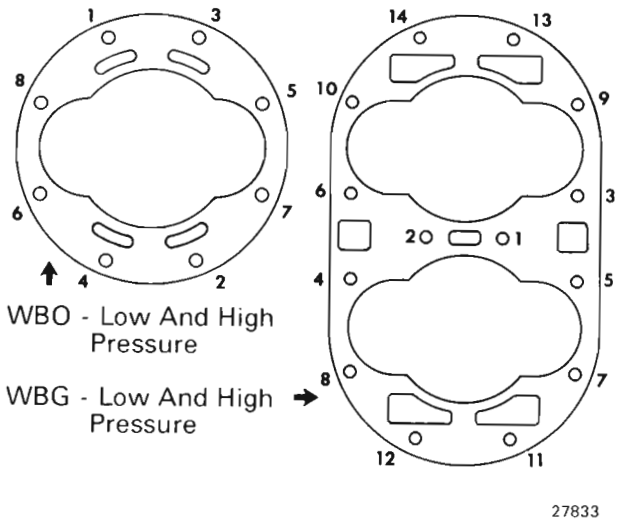

Fig.24 – Cylinder Head Tightening Sequence
11. Install the intercooler, then tighten the intercooler, cylinder head, and cylinder mounting bolts as explained in Step 6. Tighten cylinder head bolts to 163-176 N·m (120-130 ft-lbs) following the pattern in Fig. 24.